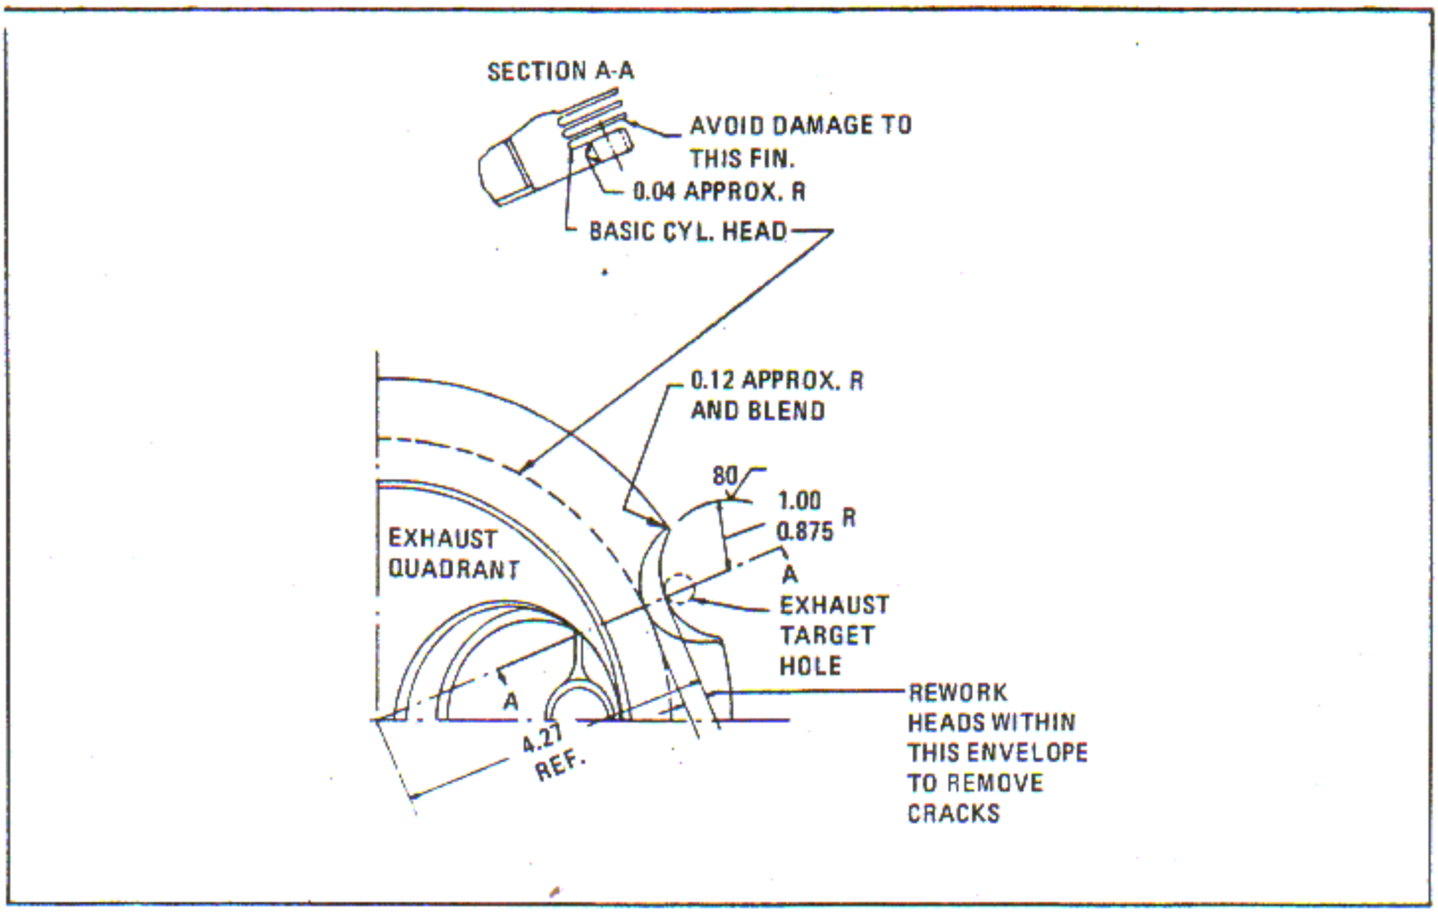

Figure 6-133. Reworking Cracked Cylinder Heads at Target Hole Location
b. In the event cracking is present, rework cracked heads in accordance with figure 6-133.